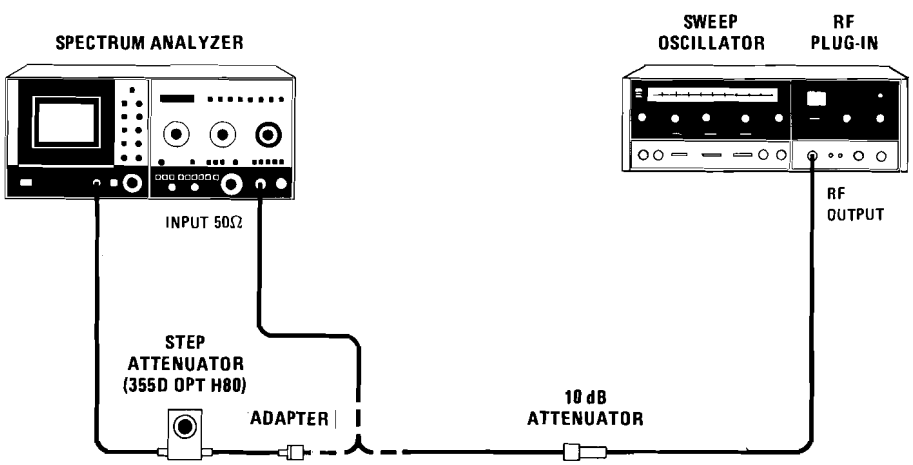

Figure 4-14. Input Attenuator Accuracy Test Setup
b. Connect equipment as shown in Figure 4-14 using CAL OUTPUT signal and step attenuator. Set step attenuator to 0 dB. Adjust spectrum analyzer TUNING control to center signal on CRT.
h. Disconnect step attenuator from spectrum analyzer input and connect sweep oscillator output through 10 dB attenuator as shown in Figure 4-14.